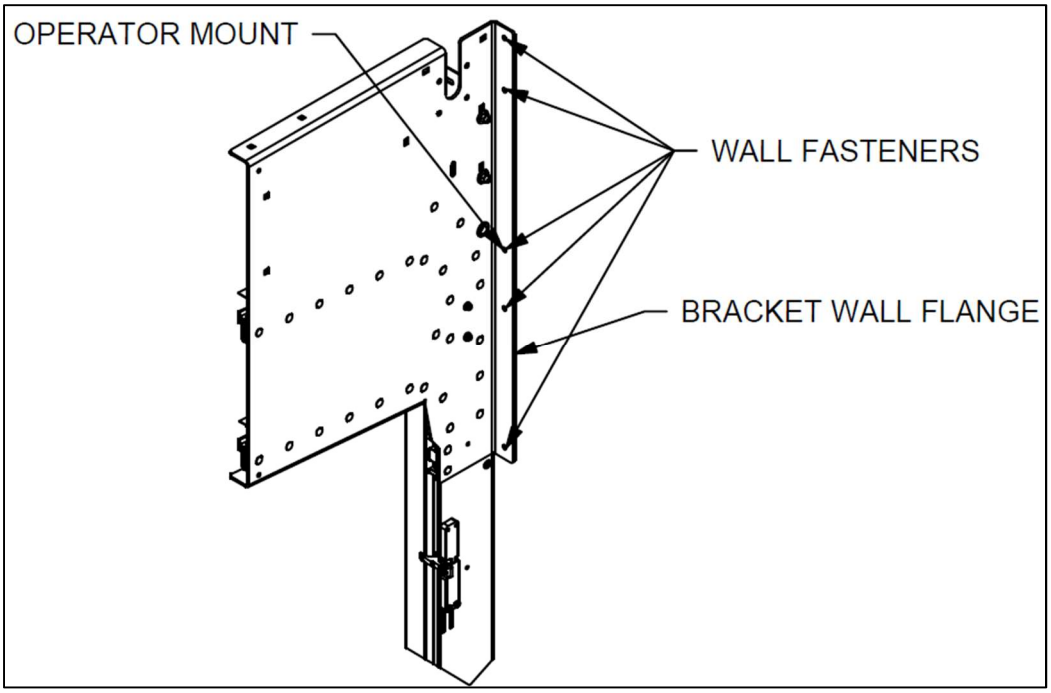

***Figure 8 - RIGHT HAND BRACKET ASSEMBLY WITH WALL FASTENERS***
19. Fasten the bracket assembly to the wall through the flange in the bracket using the appropriate hardware. See **Figure 8**. Note: If your door includes a side-mounted operator, do not install fastener in operator mount location until operator installation.